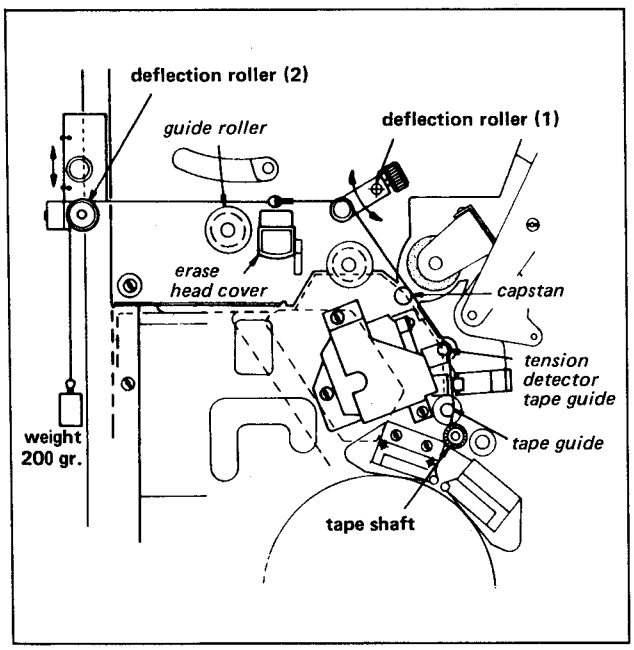

Fig. 6-15.
① Install the Tension Alignment jig to the machine as shown in Fig. 6-15, then attach the weight (200 gr.) to the string.
② Set TENSION PINCH switch on the REEL AUX-A Board to OFF. Place machine in REC mode. Measure the voltage at pin-13B on the TENSION-A Board.
③ Place machine in the mode described on the Table 6-1. Adjust ⊘RV5 on board REEL-1A and ⊘RV2 on board REEL-2A respectively so that the voltage at TP5/REEL-1A equalize to the voltage at pin-13B/TENSION-A remembered in Step 2 .
④ After adjustment, set the TENSION PINCH Switch/REEL AUX-A Board to ON.